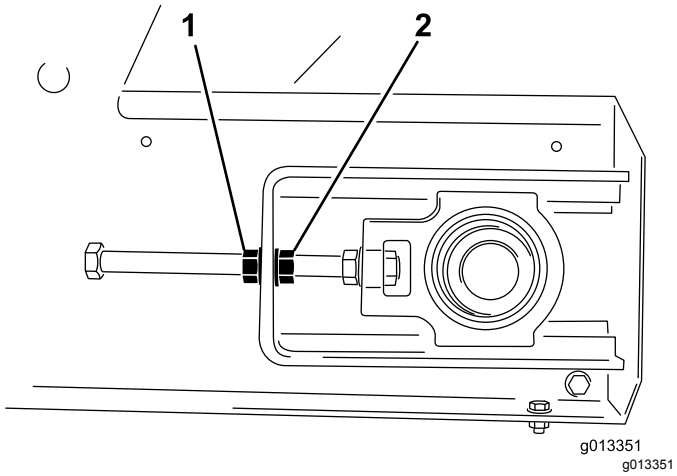

**Figur 55**
4. Hold fast i enden af spændstangen ved hjælp af 2 skruenøgler, og løsn så låsemøtrikken, som er den møtrik, der befinder sig tættest på stangens ende (Figur 55).
3. Hold fast i enden af spændstangen på den side, som transportbåndet sporer mod. Løsn så låsemøtrikken, og spænd justermøtrikken med ca. 2 sider af møtrikken (Figur 55).